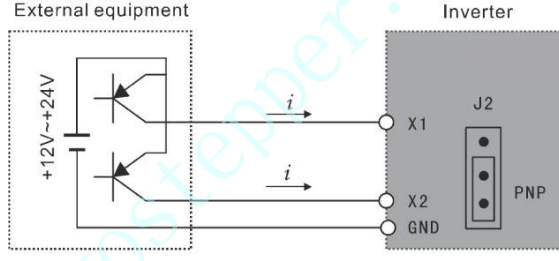

Abbildung 3-2: PNP-Verdrahtungsmodus
(2) Wird für externe Geräte der PNP-Verdrahtungsmodus verwendet, wird eine Source-Logik induziert, und der Strom fließt, wie in Abbildung 3-2 dargestellt, in die Eingangsbuchse hinein (Sink-Strom); gleichzeitig muss der Parameter F067=1 eingestellt sein.